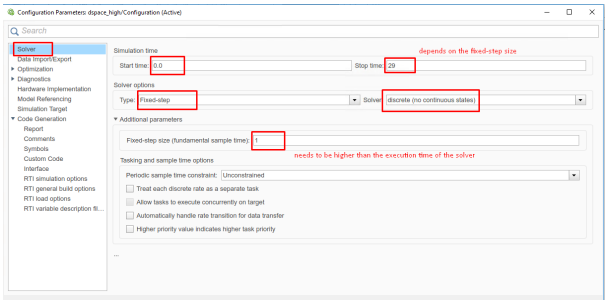

Figure 10.8: Set the Simulink solver options.
8. (Figure 10.8) In the "Solver" tab, set the options: